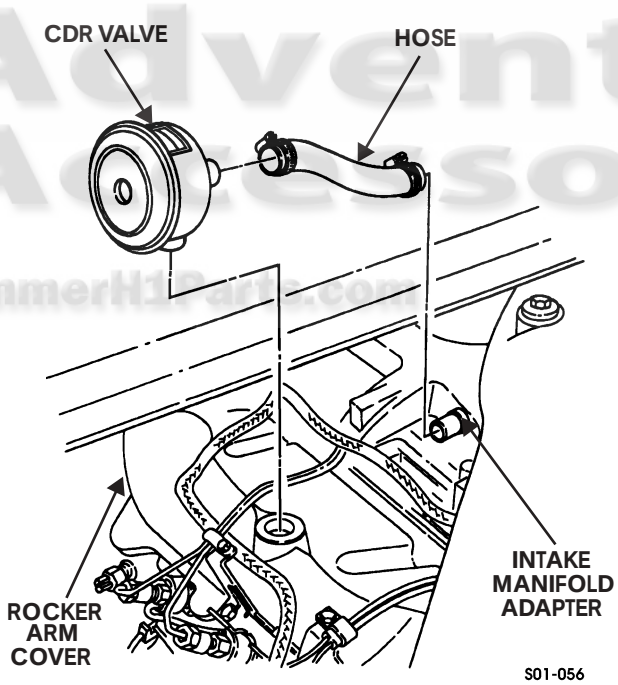

Figure 1-44: Crankcase Depression Regulator Valve
2. Remove CDR valve from rocker arm cover (Figure 1-44).
1. Install hose on intake manifold adapter and CDR valve (Figure 1-44).